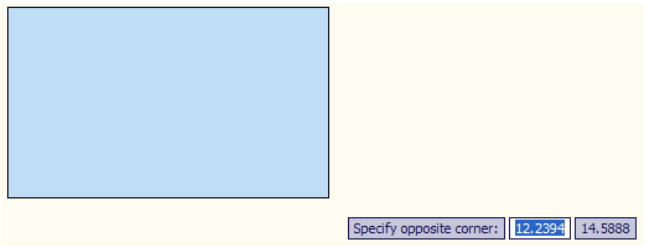

Fig. 1.6 Fereastra de selecţie şi coordonatele punctului curent.
- deplasarea mouse-ului pe ecran poate fi urmărită cu ajutorul cursorului; prin clic cu butonul stâng al mouse-ului într-o anumită zonă de pe ecran, sunt afişate coordonatele punctului curent şi o fereastră de selecţie ca în Fig. 1.6; printr-un nou clic, fereastra dispare.